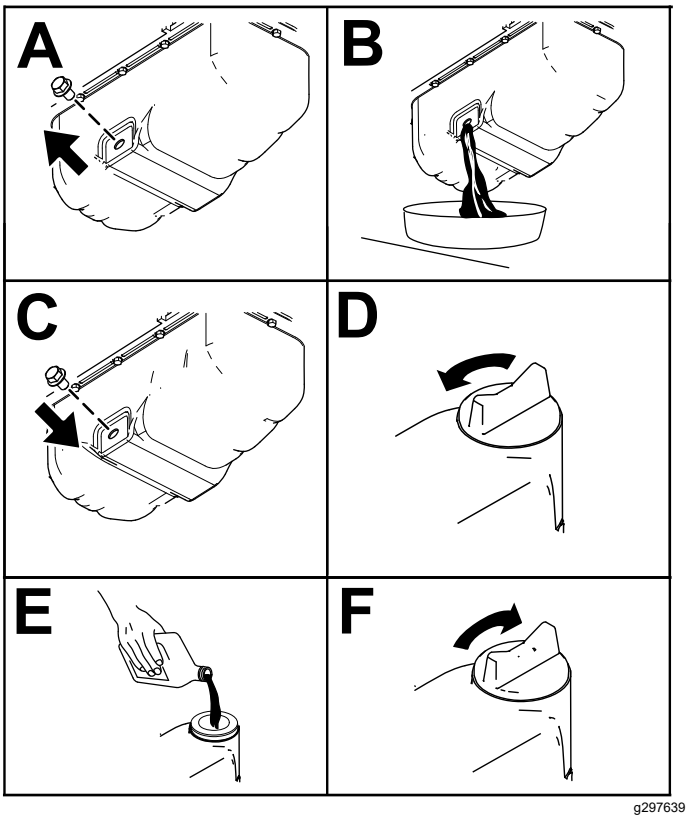

**Figuur 53**
3. Ververs de motorolie zoals wordt getoond in Figuur 53.